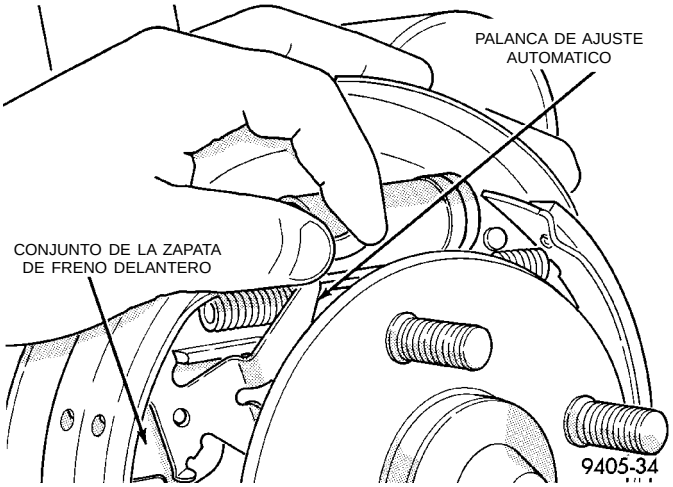

Fig. 82 Palanca de ajuste automático
(6) Retire la palanca de ajuste automático (Fig. 82) de la zapata de freno.
(8) Instale la palanca de ajuste automático en la zapata de freno delantera del conjunto de freno de rueda trasera (Fig. 82).